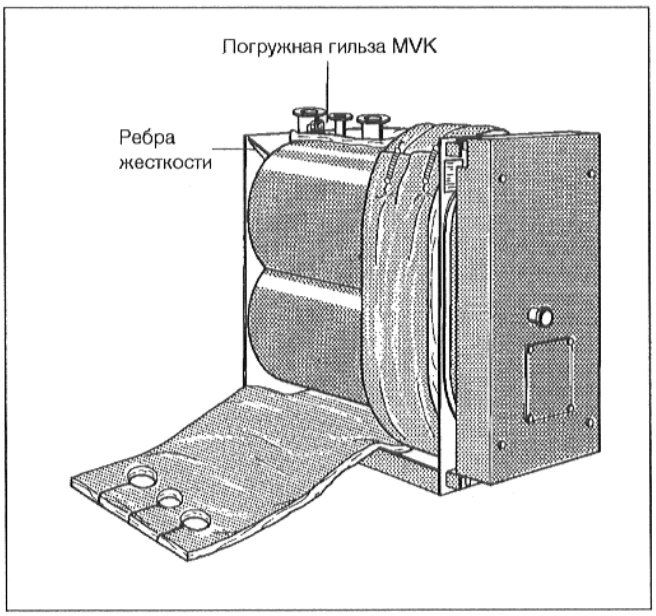

Рис. 7
- Уложить вокруг корпуса котла 2 теплоизоляционных мата и закрепить сверху по бокам, наложив концы матов друг на друга, посредством 5 натяжных пружин (Рис. 7).
- Надрезать теплоизоляционные маты внизу и вверху в зоне ребер жесткости (Рис. 7).